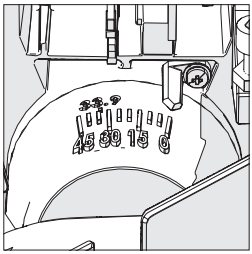

Fig. 23
- Înclinați capul de tăiere la unghiul dorit. Vă este furnizat un echer pentru a ajuta la reglare **(Fig. 23)**.